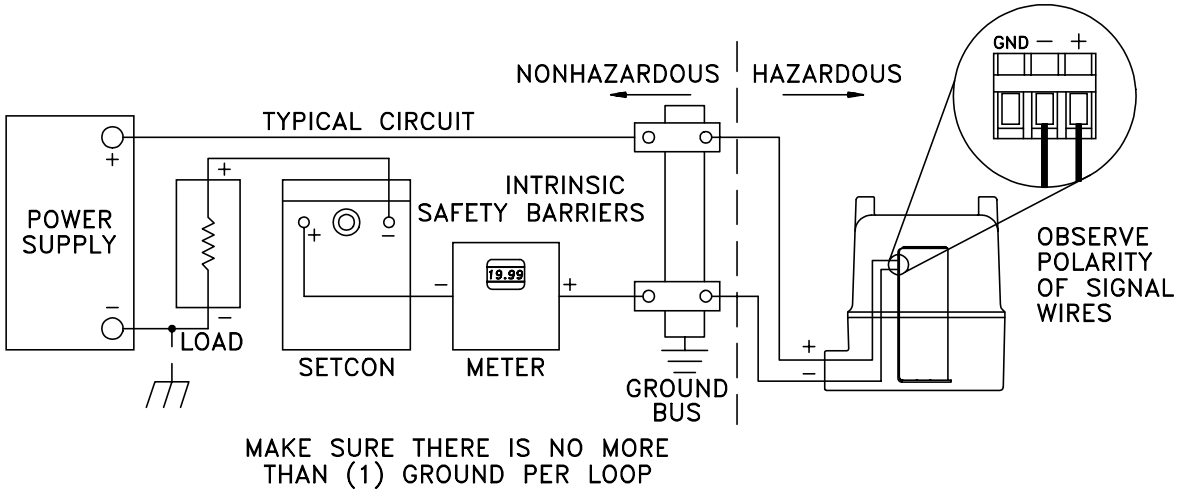

Figure 5-5
A. See Figure 5-5. Disconnect the power from (+) and (-) terminals and measure the open circuit voltage from the power supply. Voltage should be equivalent to source voltage.